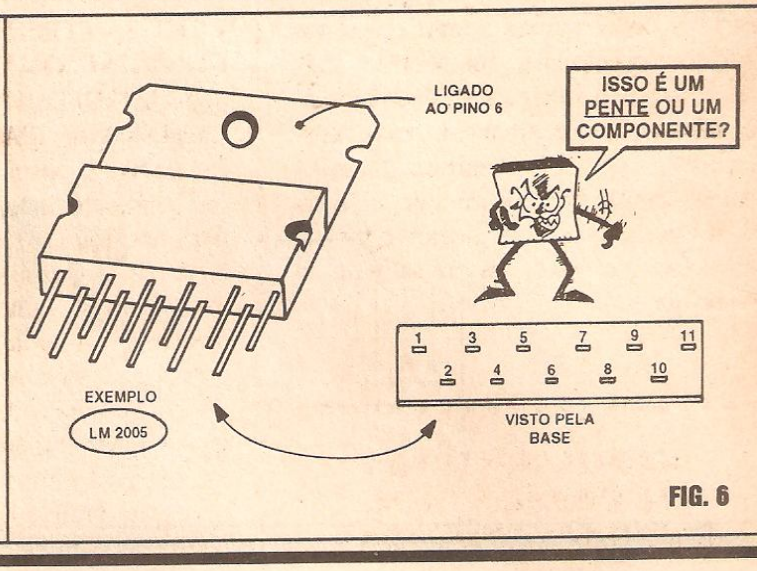

FIG. 6
- FIG. 6 - IPAs DE GRANDE POTÊNCIA - Conforme já dissémos, é inevitável que, quanto maior a Potência manejada, maior seja também a própria peça, fisicamente... Mais ou menos de 10W ''para cima'',o encapsulamento mostrado torna-se frequente (ou algumas variações do ''modelo'' do desenho, eventualmente com número diferente de ''pernas'' e uma ou outra diferenciação pequena, no formato/tamanho...). Um''corpo" encapsulado em epoxy cinza ou preto, uma lapela metálica de tamanho compatível, pinos geralmente alternados em''zigue-zague" (recurso inevitável para se botar tantas ''pernas'' em espaços tão exíguos...),sempre contados/numerados da esquerda para a direita, vista a peça pela sua base, aba metálica para baixo... De novo, notar que a aba metálica externa costuma fazer contato elétrico direto com um dos pinos (geralmente o correspondente ao negativo da alimentação...).